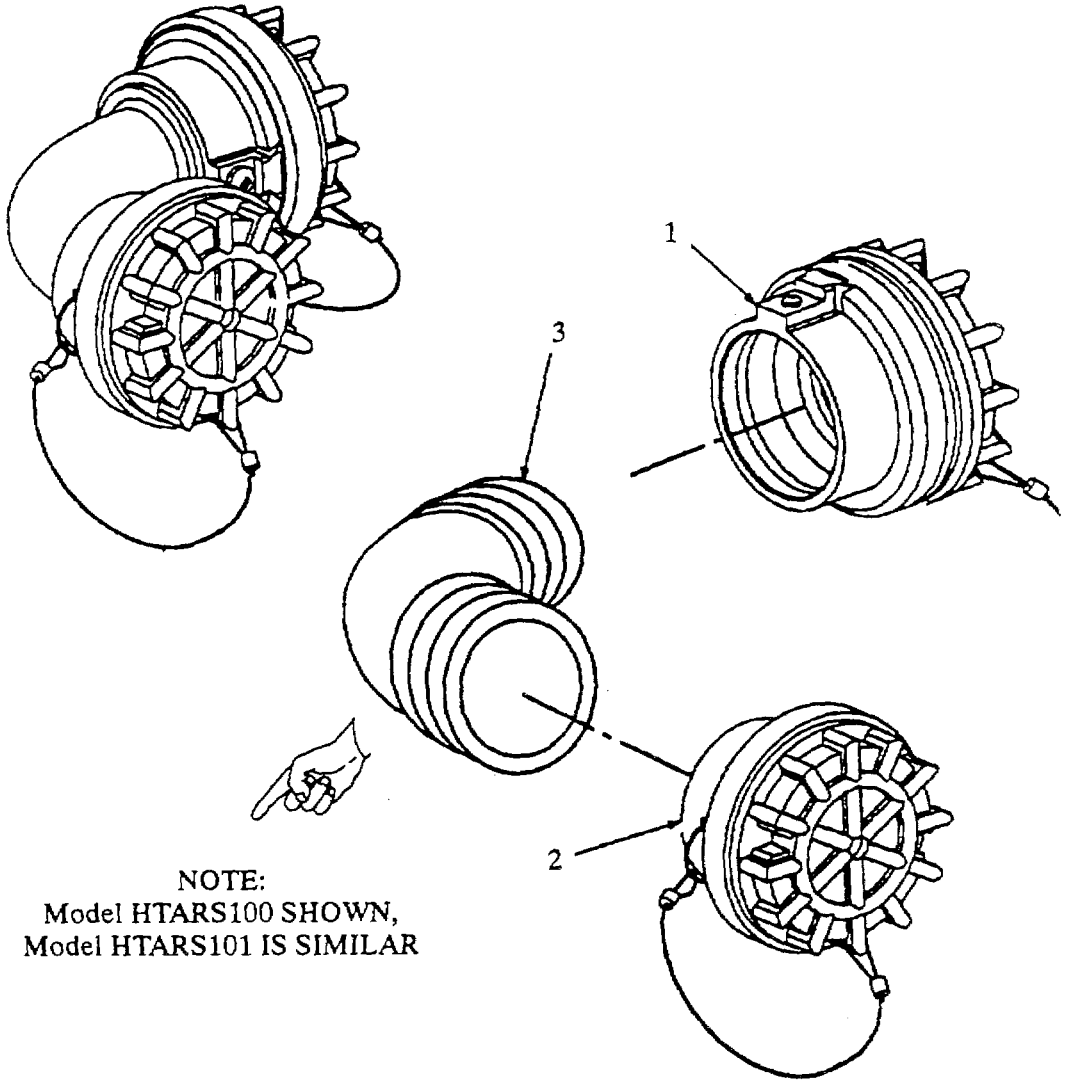

Figure 4-14. Elbow Assembly Repair.
a. Disassembly. Refer to figure 4-14.
(1) (Model HTARS100) Remove non-valved dry break couplings (1 and 2) from elbow body (3) (para 4-14).
(2) (Model HTARS101) Remove valved dry break couplings (1 and 2) from elbow body (3) (para
c. Inspection. Refer to figure 4-14.
(1) Inspect non-valved dry break coupling assemblies (1 and 2) for cracks, corrosion and damaged coupling bodies. Check sealing surfaces for scratches.
(2) Inspect elbow body (3) for cracks, splits, pitting, and corrosion.
d. Repair. Refer to figure 4-14.
(1) Replace damaged or defective elbow body (3).
(2) Repair non-valved dry break coupling assemblies (1 and 2) in accordance with para 4-14.
e. Assembly. Refer to figure 4-14.
(1) (Model HTARS100) Install non-valved dry break coupling (1 and 2) on elbow body (3) (para 4-14).
(2) (Model HTARS101) Install valved dry break couplings (1 and 2) on elbow body (3) (para 4-18).
(3) Install elbow assembly in fuel system (para 3-4b).
(4) Start up fuel system (para 2-12g) and check elbow assembly for leaks.